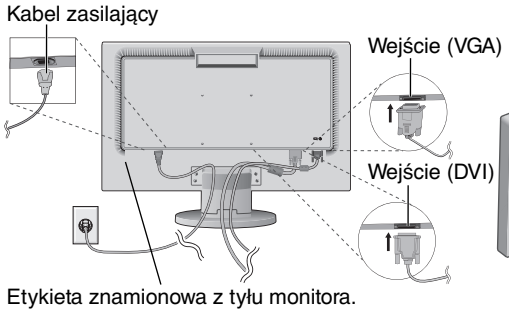

Rysunek B.1
3. Podłączyć 15-pinowe złącze mini D-SUB kabla sygnału wideo oraz kabla audio do odpowiedniego złącza z tyłu monitora (**Rysunek B.1**).